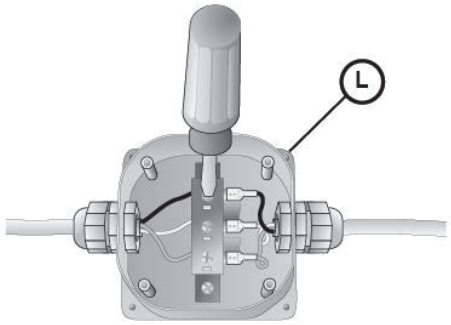

Figure 6
1. Enlever le couvercle de la boîte de jonction électrique du lave-vaisselle et la brancher au cordon d'alimentation électrique depuis l'installation résidentielle (voir **Figure 6**).